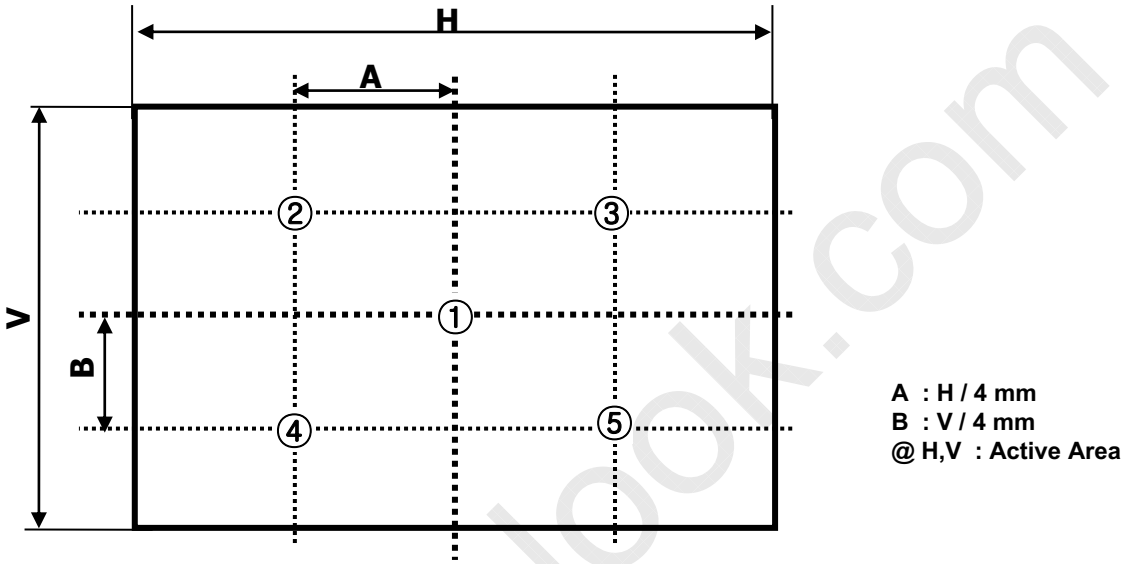

FIG. 2 5 Points for Luminance Measure
2. Surface luminance is determined after the unit has been 'ON' and 1Hour after lighting the backlight in a dark environment at 25±2°C. Surface luminance is the luminance value at center 1-point across the LCD surface 50cm from the surface with all pixels displaying white. For more information see the FIG. 2.
Where L_{on1} to L_{on5} are the luminance with all pixels displaying white at 5 locations . For more information, see the FIG. 2.